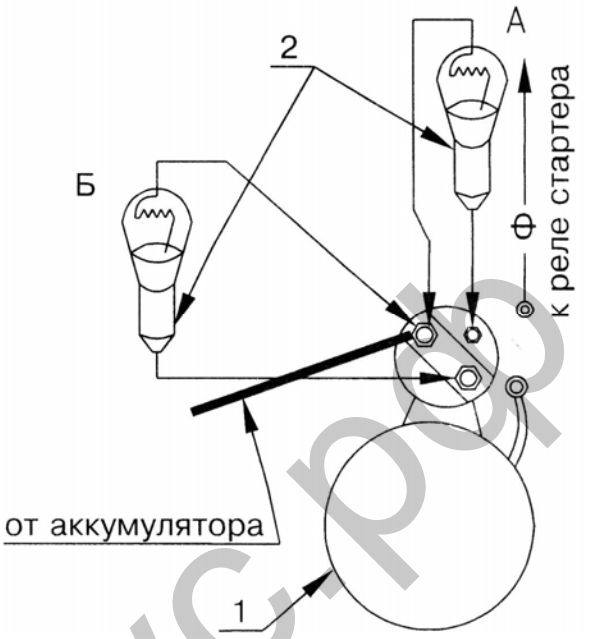

Рис.5. Проверка исправности обмоток тягового реле стартера «М3».
2) включите выключатель «массы» и подключите контрольную лампу к клеммам тягового реле стартера как показано на (рис.5). Лампа должна гореть неполным накалом при исправных обмотках тягового реле.